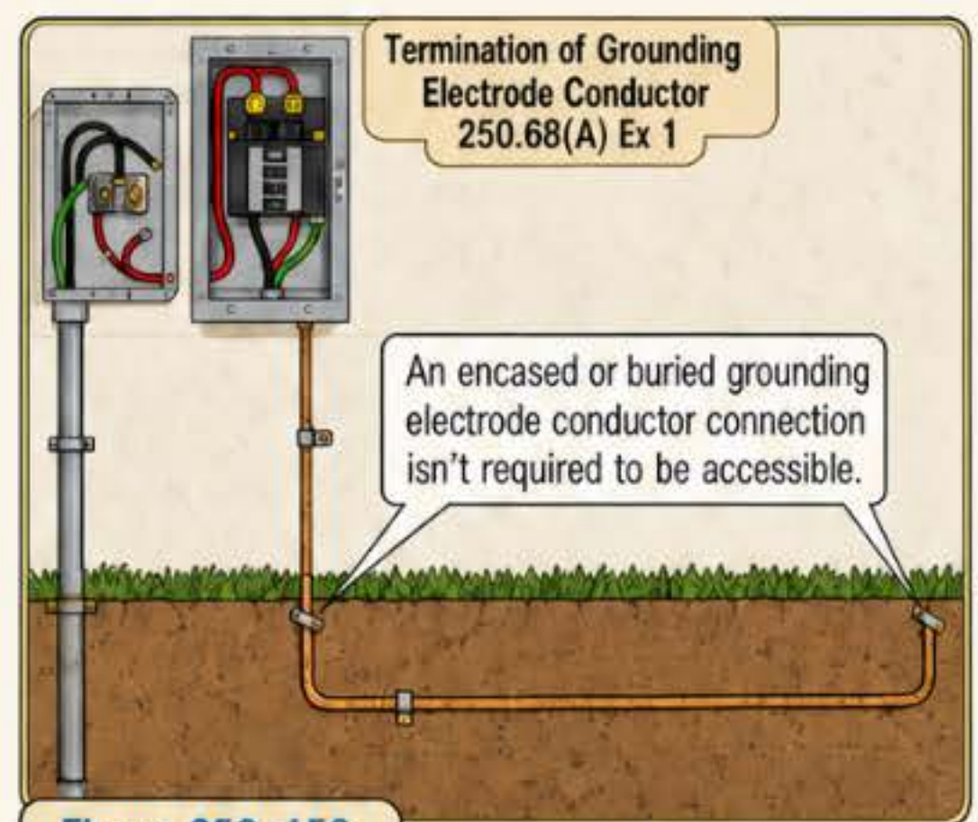

Figure 250–156
(A) Accessibility. The fastening hardware used to connect a grounding electrode conductor or bonding jumper to a grounding electrode must be accessible. Figure 250–155
Ex 1: *The connection is not required to be accessible if the termination to the electrode is encased in concrete or buried in the Earth.* Figure 250–156